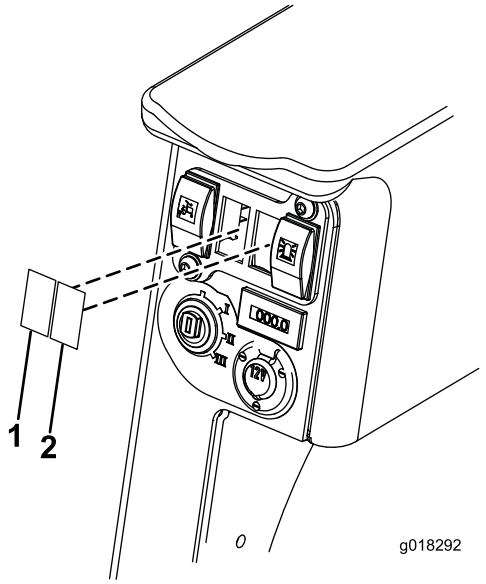

Figura 15
6. Retire los dos tapones y pase los conectores y los cables del interruptor de las luces de emergencia y los faros por el hueco del interruptor (Figura 15). Los conectores de las luces de emergencia y los faros están en los cables más cortos; el conector de las luces de emergencia es rojo y el de los faros es negro. El conector de los intermitentes es negro y está en el cable más largo.